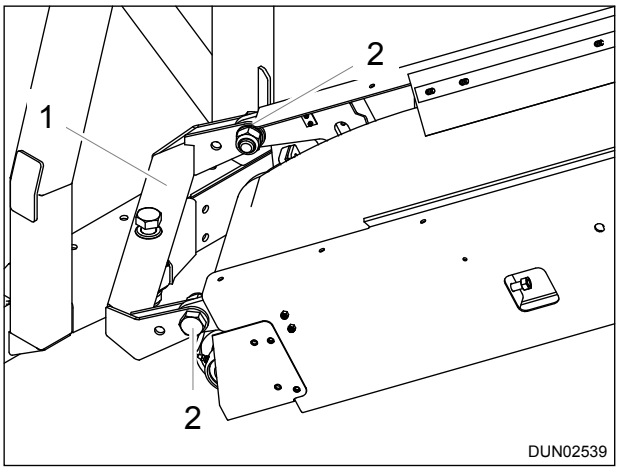

Figure 5.23 - Pivot Beam
11. While still supporting the weight of the conveyor, remove the bolts (Item 2) securing the conveyor to the pivot beam (Item 1), Reference: Figure 5.23.